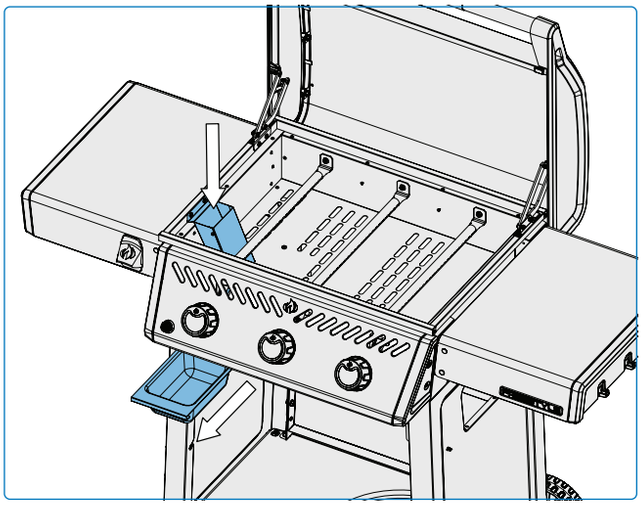

Fig. 11
1. Una vez que el aparato se haya enfriado completamente, extraiga con cuidado la bandeja recogegotas del carro del aparato sin inclinarla. **(Fig. 11).**